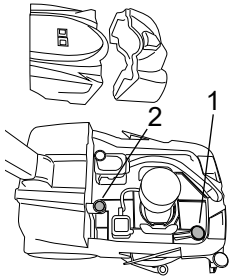

Fig.30
- Remove the filter and wash with water (fig. 30, ref. 1).
- Remove the filter and wash with water (fig. 30, ref. 2).